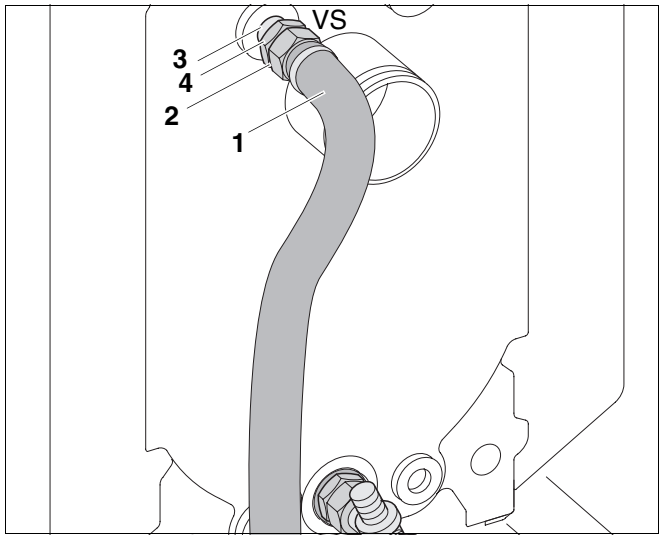

Rys. 11 Montaż złącza rurowego do kotła grzewczego
- Włożyć pierścień samouszczelniający (rys. 11, **poz. 3**) w rowek wpustowy złączki podwójnej (rys. 11, **poz. 4**).
- Wkręcić złączkę podwójną (rys. 11, **poz. 4**) do przyłącza zasilania podgrzewacza zasobnikowego na kotle grzewczym.
- Włożyć uszczelkę (rys. 11, **poz. 2**) do nakrętki złączkowej na krótszym ramieniu rury przyłączeniowej zasilania (VS) (rys. 11, **poz. 1**) do przyłączenia zasilania zasobnika (VS). Następnie przykręcić rurę przyłączeniową ze złączką podwójną (rys. 11, **poz. 4**) na przyłączu kotła, przy tym skierować długie ramię pionowo do dołu.